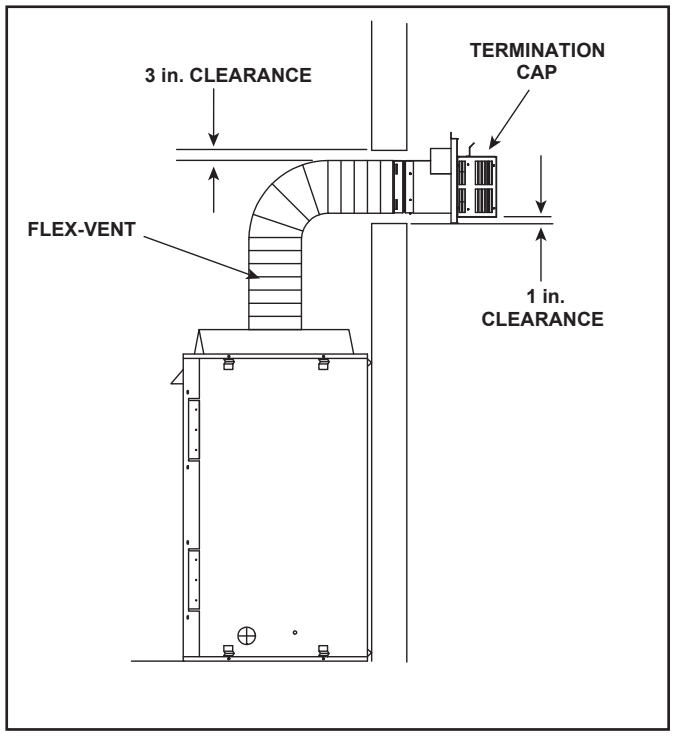

Figure 4.8
- Horizontal terminations are measured to the outside mounting surface (flange of termination cap) (see Figure 4.8).
A support is required at each change in venting direction, and in any location where it is necessary to maintain the necessary clearance to combustibles. A simple “up and out” installation (Figure 4.8) requires only enough support to maintain the necessary clearance to combustibles. However, the vent attachment point and the firestop location are considered to be supports.
Note: There MUST be a 25% reduction in total H when using flex vent except when using the simple up and out installation. See Figure 4.8.